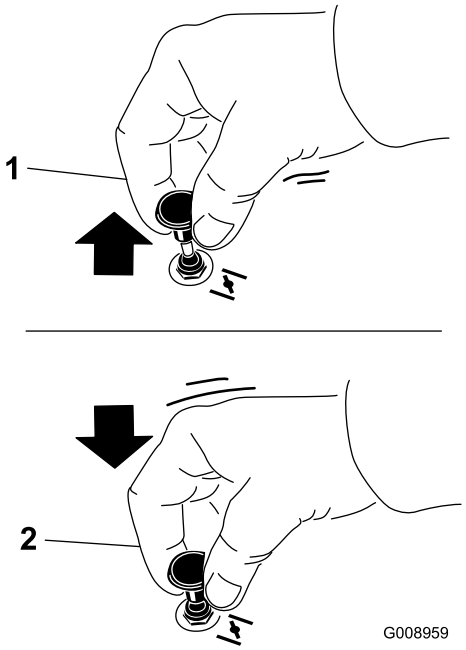

Figur 16
2. Dra upp chokereglaget så att choken aktiveras innan du använder tändningslåset (Figur 16).
3. Skjut ned choken så att den avaktiveras när motorn har startats (Figur 16).